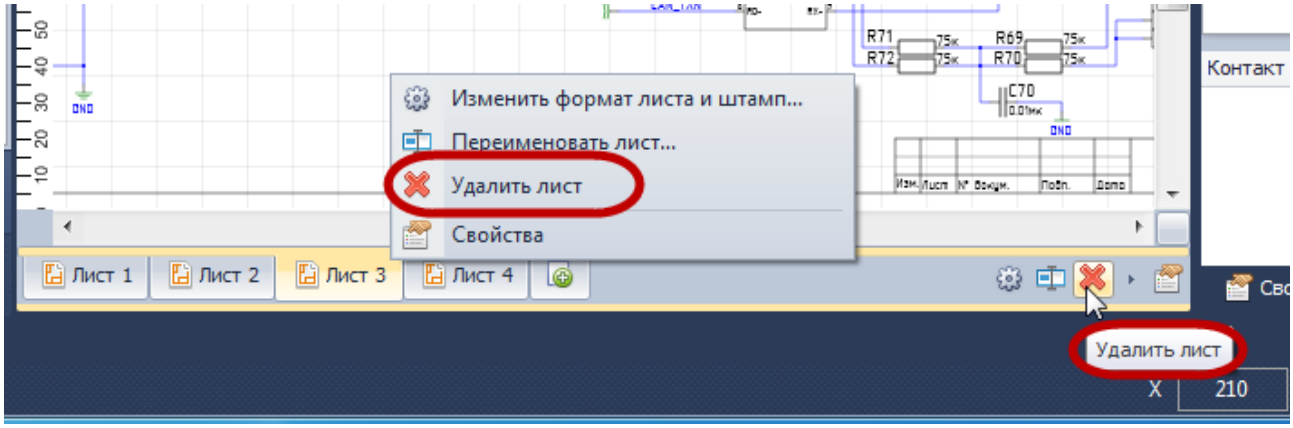

Рис. 391. Удаление листа схемы
Для того чтобы удалить лист, необходимо навести курсор на кнопку - «Удалить лист», которая расположена на панели инструментов в правом нижнем углу вкладки, и нажать левую кнопку мыши, либо воспользоваться контекстным меню закладки, см. Рис. 391.
1. Наведите курсор на кнопку - «Переименовать лист», которая расположена на панели инструментов в правом нижнем углу вкладки, и нажмите левую кнопку мыши, либо воспользуйтесь контекстным меню закладки, см. Рис. 391.